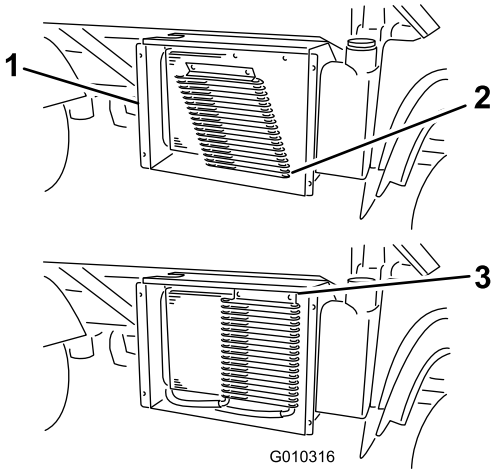

Figur 57
3. Roter låsen og drej oliekøleren væk fra køleren (Figur 57), hvis det er monteret således.